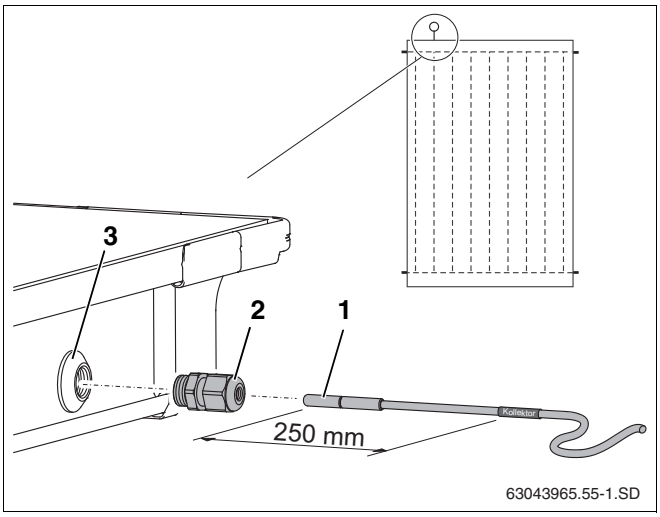

Рис.57 Установка датчика в коллектор
Для исправной работы солнечной установки необходимо, чтобы коллекторный датчик (рис. 57, **поз. 1**) был вставлен в установочную трубку до упора (примерно на 250 мм).
- Проткните датчиком или отверткой уплотнительный слой в гильзе (рис. 57, **поз. 3**).
- Заверните зажимную втулку (рис. 57, **поз. 2**) в гильзу.
- Затяните зажимную втулку (рис. 57, **поз. 2**), удерживая от сворачивания.
Если Вы проткнули гильзу (рис. 57, **поз. 3**) не в том коллекторе, в котором нужно, то ее нужно плотно закрыть заглушкой из комплекта для подключения. Но прежде нужно, используя резьбовую втулку (рис. 57, **поз. 2**), удалить находящуюся в гильзе гайку.